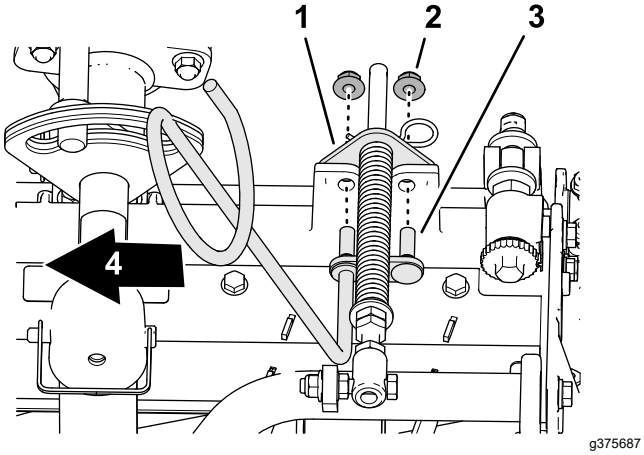

Рисунок 10
5. Совместите шпильки левой направляющей шланга с отверстиями в раме режущего блока и кронштейне компенсатора состояния грунта (Рисунок 10).